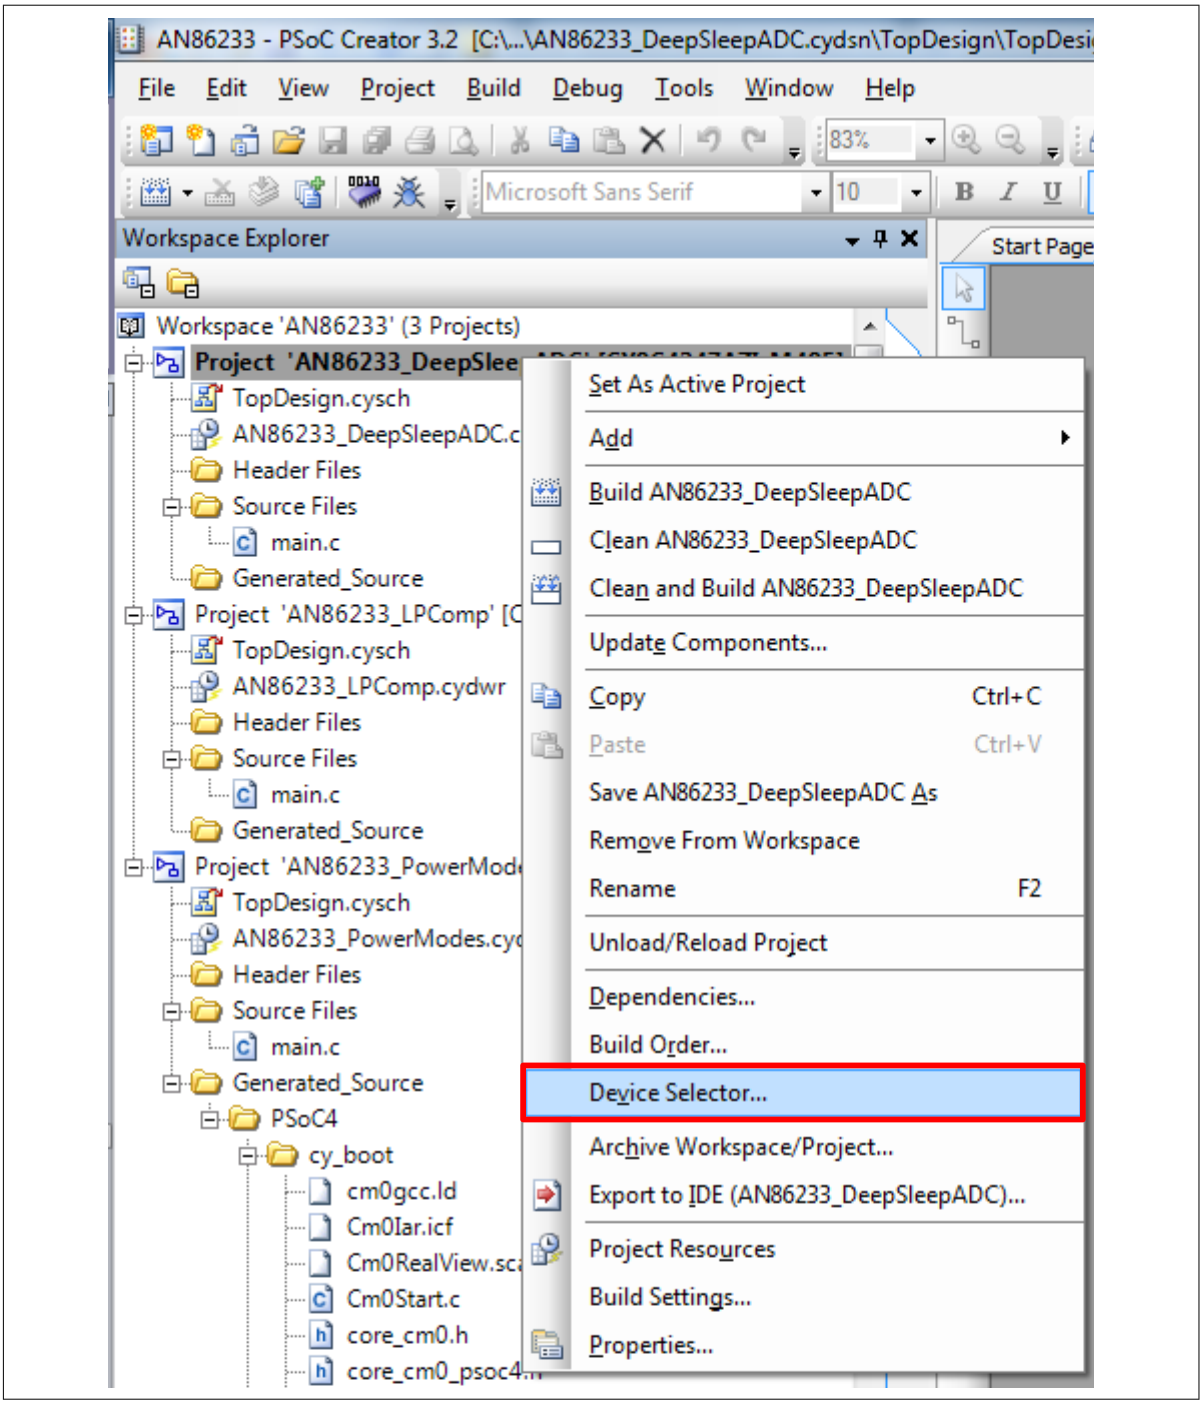

**図 11　　Device Selector オプションの選択**
2. 図 11 に示すように、コンテキスト メニューから **Device selector** オプションを選択してください。